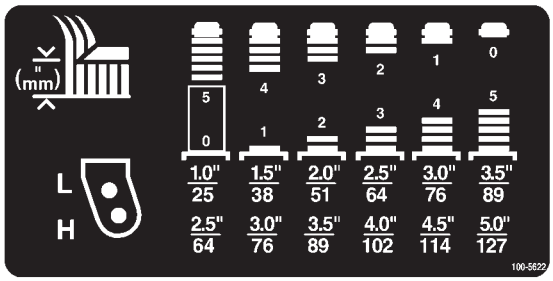

Figuur 7
2. Plaats de assen van de zwenkwielen in dezelfde gaten in beide zwenkwielvorken. Raadpleeg Figuur 7 om vast te stellen wat de correcte openingen voor de instelling van de maaihoogte zijn.
Raadpleeg Figuur 7 om vast te stellen welke combinatie afstandsstukken moet worden gebruikt om de maaihoogte af te stellen.